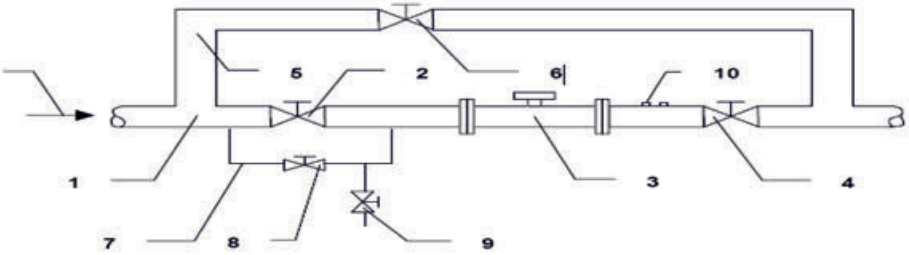

Рис.2 Установка счетчика с перепускным каналом
Для трубопроводов с давлением свыше 1,6 МПа схема установки счетчика приведена на рис.2. Перепускной канал 7 позволяет избегать резких перепадов давления на счетчике при открытии вентилей трубопровода. Диаметр канала должен быть от 20 до 25 мм. Вентили 8 и 9 позволяют плавно повышать давление при пуске счетчика.
До начала пуска счетчика все вентили на трубопроводе (см. рис.2, 3) должны быть закрыты.
10.2.2.2. Пуск счетчика с перепускным каналом (см. рис.2)